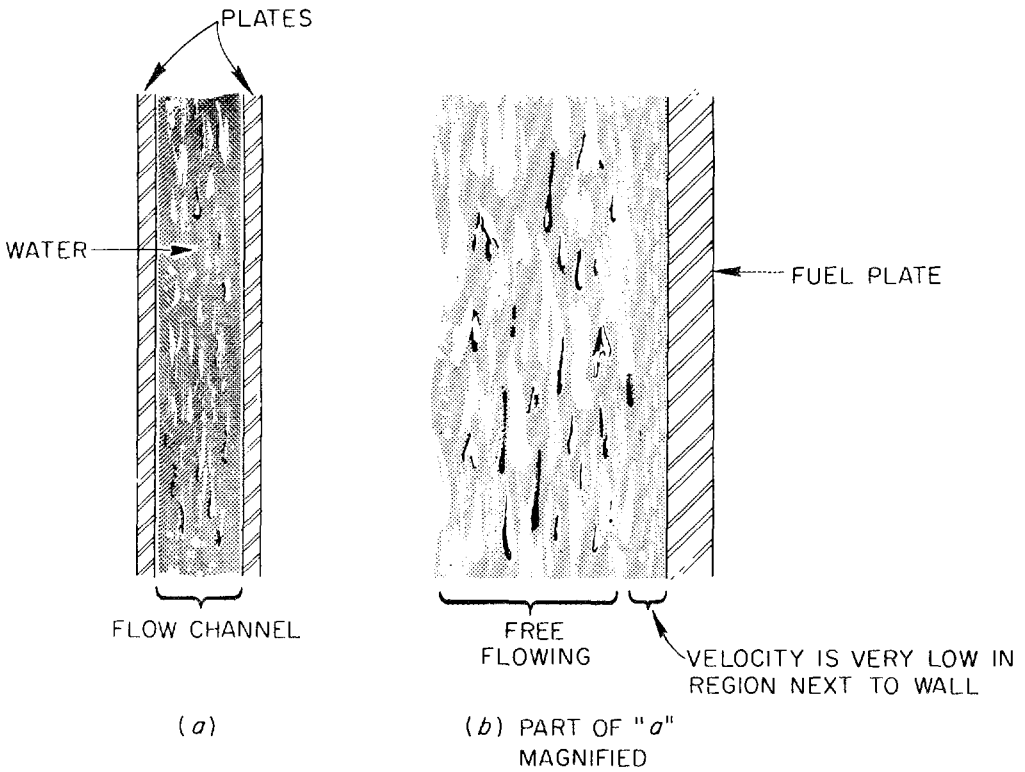

Fig. 3.6. Pattern of Flow Over a Surface
90. In order to better appreciate the heat transfer characteristics of laminar and turbulent flow, let us consider Fig. 3.6. turbulent